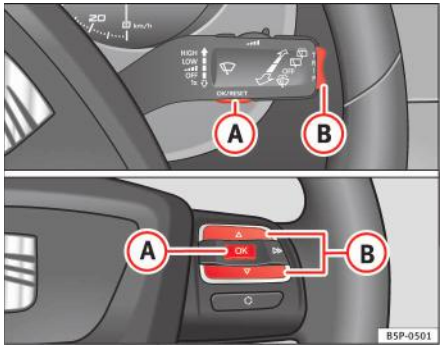

Fig. 40 Butoanele basculante A şi B. Comenzile de pe volan.
O **pre-avertizare de revizie** va apărea în afişajul kilometrajului dacă termenul de revizie se apropie. Vor fi afişate simbolul “cheie” şi indicația “km”, cu distanța ce poate fi parcursă până la următoarea revizie programată. Indicația se va modifica după aproximativ 10 secunde. Vor fi afişate simbolul “ceas” şi numărul de zile până la următoarea revizie programată. Pe afişajul panoului de instrumente apare următorul mesaj*: **SERV. IN ... KM OR...(Km sau...) DAYS** (zile). Mesajul de revizie va dispărea la aproximativ 20 de secunde după punerea contactului sau pornirea motorului. Afişarea normală poate fi reluată prin apăsarea butonului de resetare a contorul de parcurs sau a comutatorului basculant pentru MFI ⇒ fig. 40 (B).
– Cu contactul pus, apăsați scurt butonul ⇒ pagina 65, fig. 40 (A) de pe maneta ştergătoarelor de parbriz pentru a trece de la o memorie la alta sau apăsați butonul (A) de pe comenzile de pe volan ⇒ pagina 65, fig. 40.